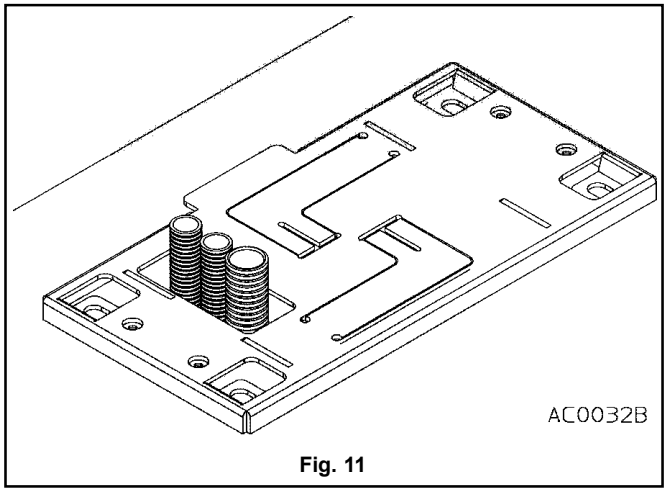

Fig. 11
i) Dopo 2/3 giorni, quando il calcestruzzo si è solidificato, proseguire con l'installazione tagliando i tubi dei cavi elettrici 15-20 mm sopra la piastra di ancoraggio (fig. 11).